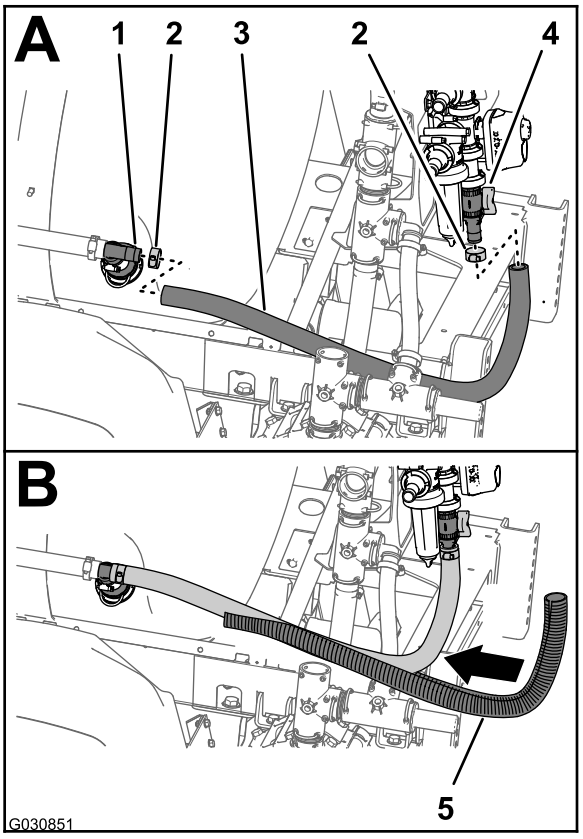

Figur 103
1. Montera slangen (1 x 41 tum) på T-kopplingen med hulling på det bakre omrörningsmunstycket i spruttanken (Figur 103).
2. Sätt fast slangen på T-kopplingen med hjälp av klämman (Figur 103) som du tog bort i steg 2 i Ta bort omrörningsventilen, kulventilen och slangarna (sida 32).
3. Montera slangens andra ände (1 x 41 tum) på den raka hullingförsedda kopplingen längst ned på överströmningsventilen (Figur 103).
4. Sätt fast slangen på den raka kopplingen med hjälp av slangklämman (Figur 103) som du tog bort i Demontera omrörnings- och överströmningsventilerna (sida 33).
5. Trä slangskyddet (Figur 103) över slangen (1 x 41 tum).